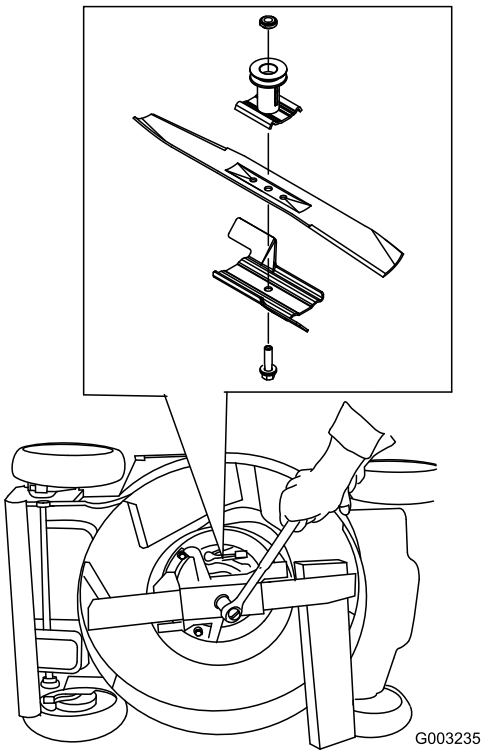

Figur 38
3. Bruk en trekloss til å holde fast kniven (Figur 38).